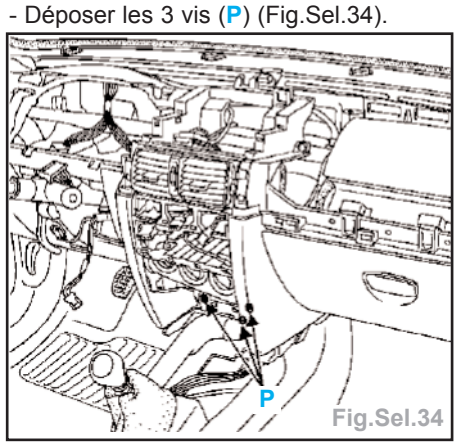

Fig.Sel.34
- Déposer les 3 vis (P) (Fig.Sel.34).